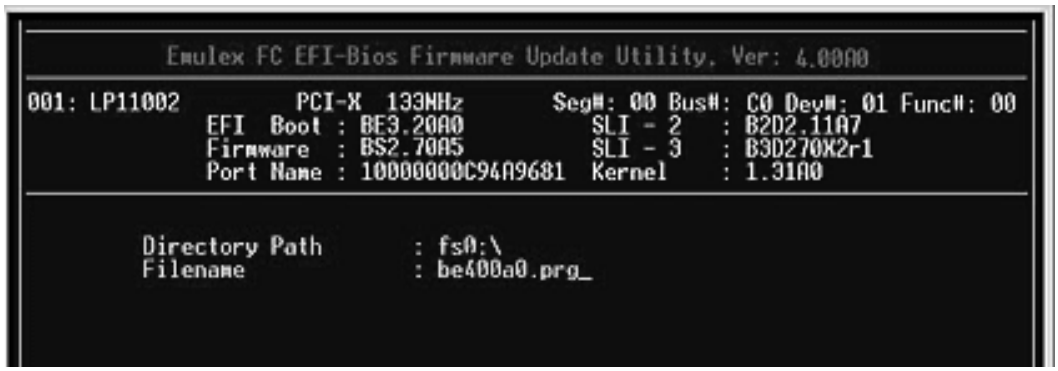

Figure 59: Directory Path and Filename Information
3. Enter the directory path and filename in the screen that is displayed (Figure 59). Press **<Enter>**.